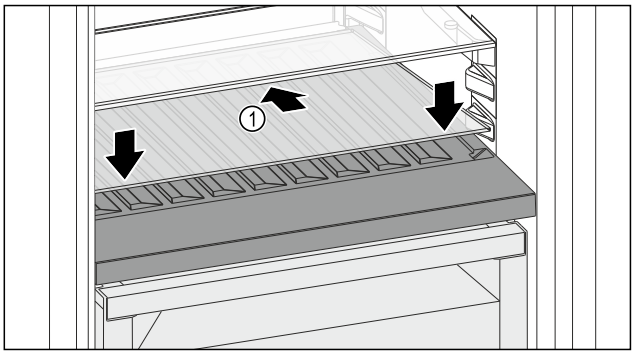

Fig. 154
▶ Skleněnou desku *Fig. 154 (1)* zasuňte šikmo a skloněnou dozadu dolů.
▶ Skleněnou desku *Fig. 154 (1)* vpředu spusťte dolů.